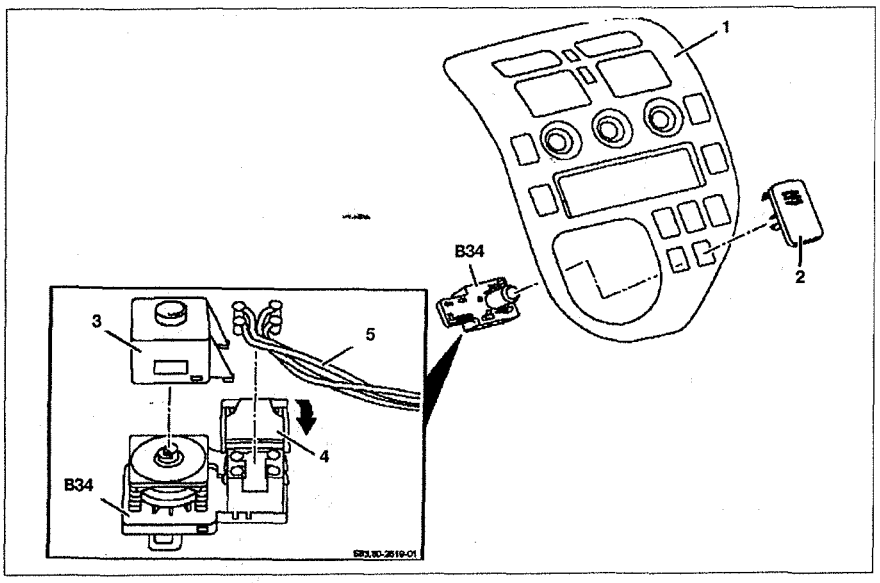

Рис. 10.12. Датчик температуры воздуха в салоне:
1. Снимите центральную крышку **1** панели приборов (см.рис.10.12).